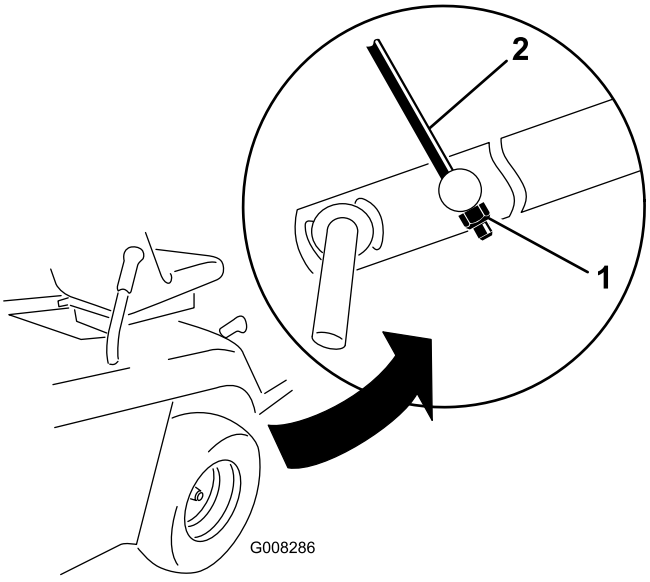

Figur 40
9. Justera M8 låsmuttern i änden på höjdjusteringsstången tills stången är något spänd (Figur 40).